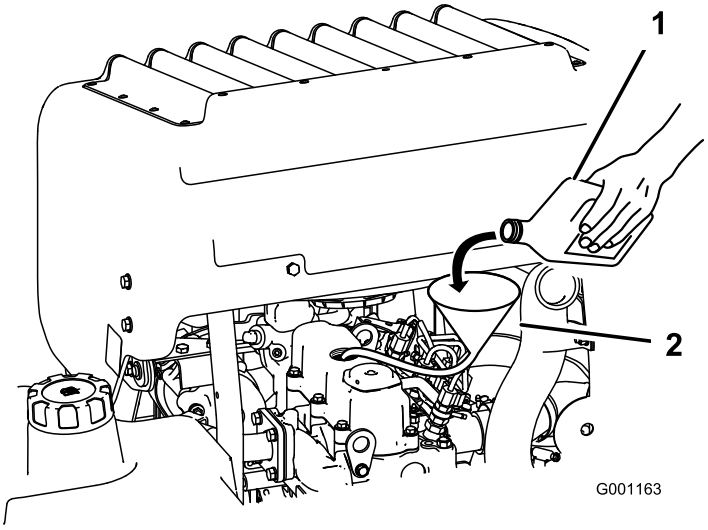

Figuur 47
3. Gebruik een slang en een trechter om motorolie bij te vullen (Figuur 47).